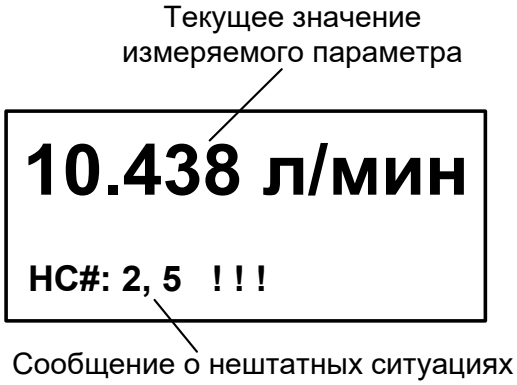

Рис.9 - Вид окна индикации с сообщением о НС
6.1 Неисправности и нештатные ситуации (НС), диагностируемые расходомером, отображаются во второй строке окна укрупненной индикации в виде сообщения (см. рис.9):